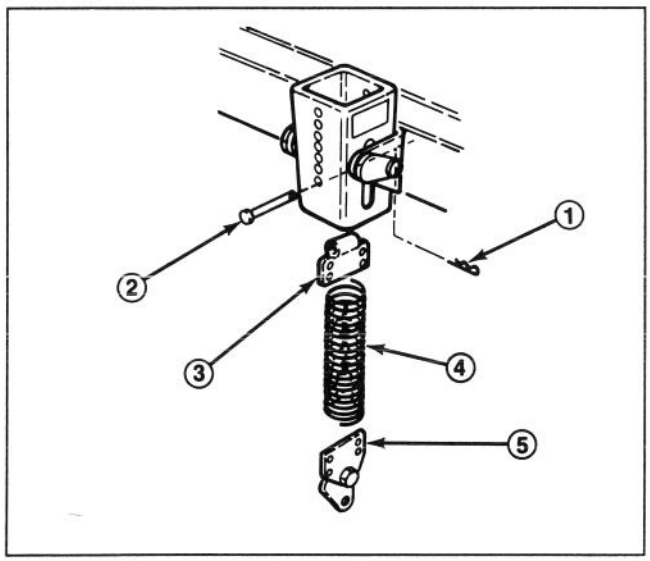

Figure 23
1. Standard Counterbalance (Fig. 23)